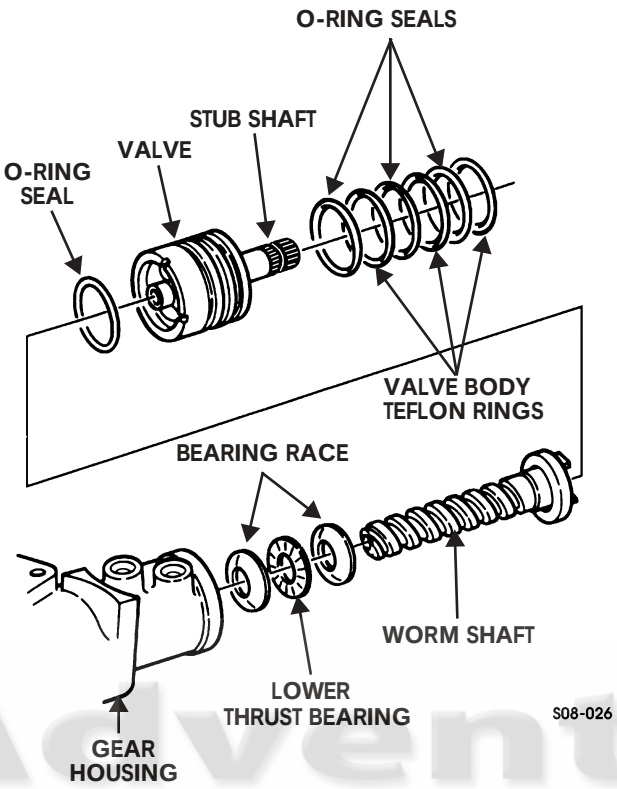

Figure 8-35: Worm Shaft Assembly
20. Hold stub shaft and remove valve and worm shaft together from gear housing (Figure 8-35).